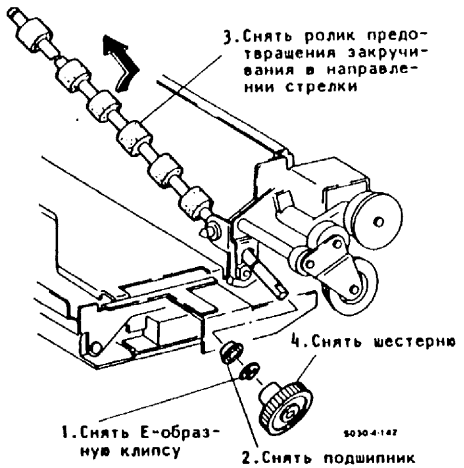

Рис.3. Снятие противозакручивающего ролика
5. (Рис.2, Рис.3): Снять противозакручивающий ролик.